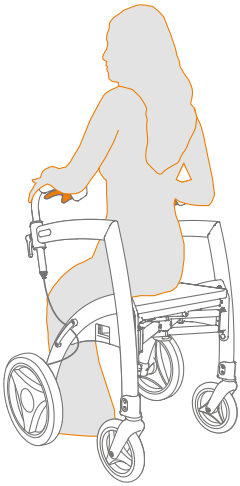

Figure 23: **S'asseoir sur le siège du déambulateur.**
b. Vous pouvez maintenant vous asseoir sur le siège **(Figure 23)**. Assurez-vous que le Rollz Motion soit toujours bien bloqué quand vous l'employez comme siège.